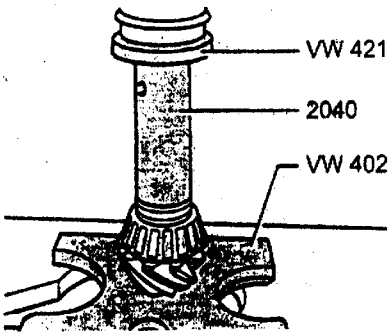

图 3－138
(4) 如图 3－139 所示，将锥形滚柱轴承外圈压入变速箱壳体内。